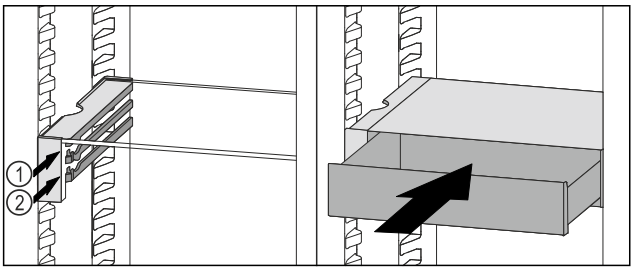

Fig. 178
▶ Așezați sertarul VarioSafe în spatele opritoarelor pe nervura dorită *Fig. 178 (1)* sau *Fig. 178 (2)*.